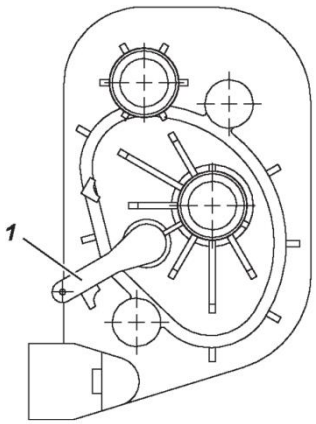

Abbildung 3.13. Heizflüssigkeitshahn:
Der Hebel des Flüssigkeitszugangshahns zum Wärmetauscher befindet sich an der Frontkarosserietafel auf der Beifahrerseite (unter dem Armaturenbrett der Beifahrerseite). Er wird manuell bedient (1, siehe Abbildung 3.13).
2. Der Heizflüssigkeitshahn ist zu öffnen (Abbildung 3.13, der Hebel des Flüssigkeitszugangshahns 1 muss in die unterste Stellung gebracht werden).